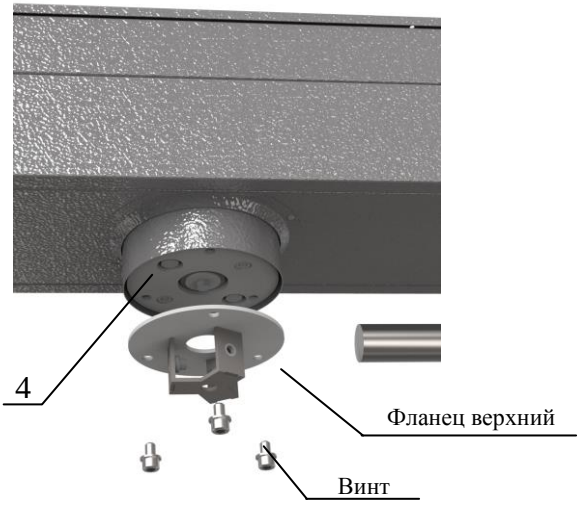
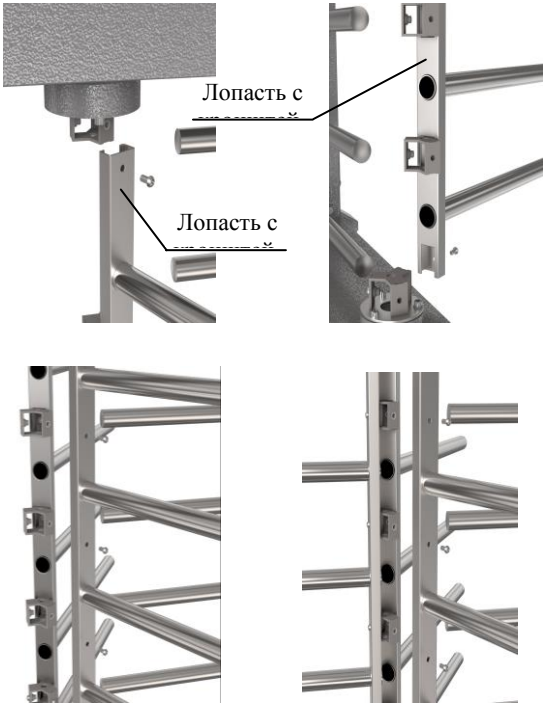

Рис. 4
Рис.5
2. Сборка центральной стойки (Рис. 4 и Рис. 5):
- установите на диск муфты привода рис.4) верхний фланец центральной стойки и закрепите винтами М10х16;
в первую очередь установите на посадочные плоскости фланцев лопасть с внутренними кронштейнами (рис.5) и закрепите винтами М8 (не затягивая их);